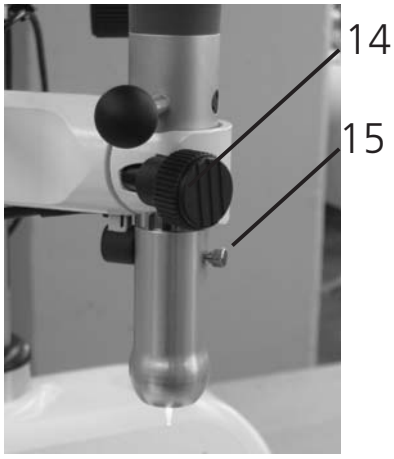

Abb. 1
Die Frässpindel kann nach dem Abziehen des Lichtkopfes und Lösen der Rändelschraube (14) entfernt werden (nach oben abziehen). Um den zum Lieferumfang gehörenden Lichtkopf zu entfernen, muss die Rändelschraube (15) (Abb. 1) gelöst und der Lichtkopf vorsichtig nach unten abgezogen werden. Das Aufsetzen des Lichtkopfes erfolgt in umgekehrter Weise.